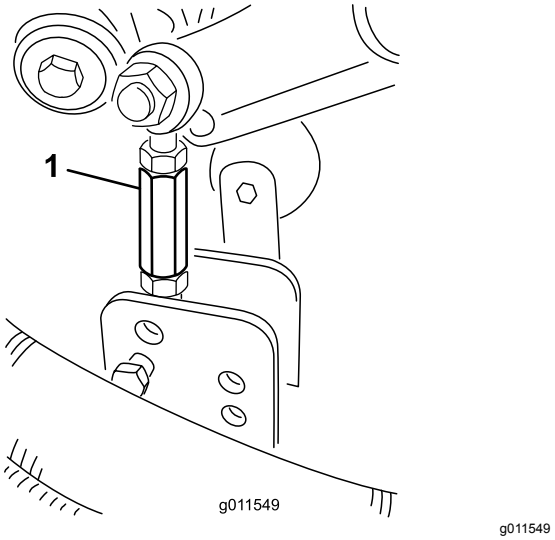

Figur 25
9. Fjern hårnålssplintene og splittpinnene som fester demperkoblingene til brakettene på klippeenheten (Figur 25).